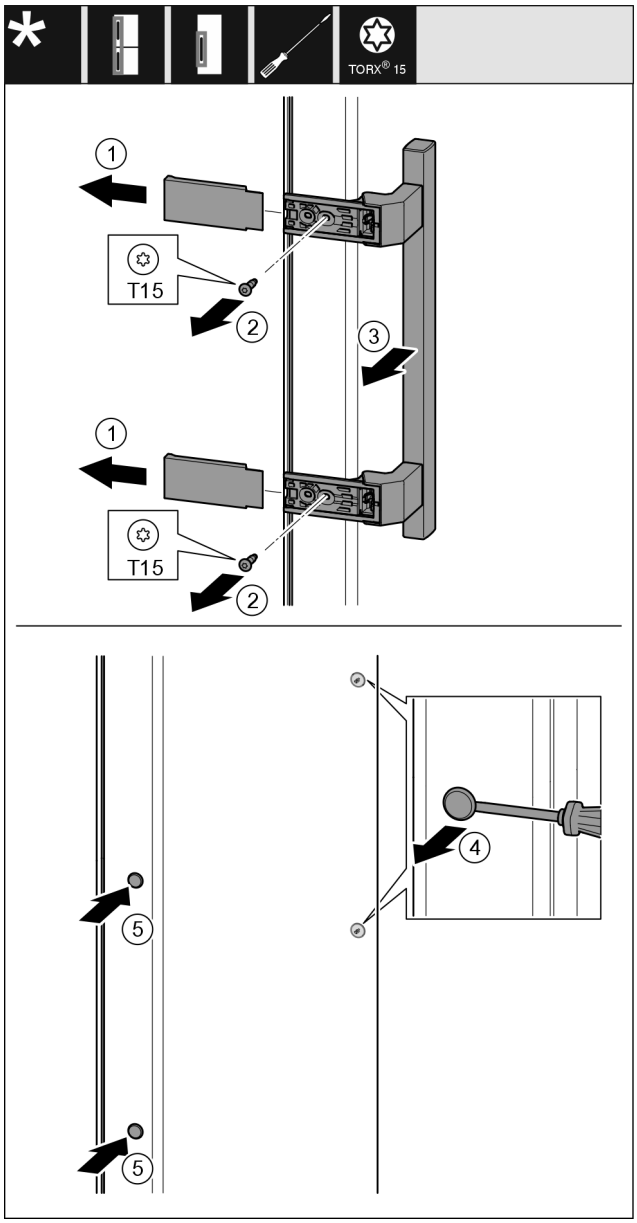

Fig. 33
- ▶ Afdekking *Fig. 33 (1)* wegtrekken.
- ▶ Schroeven *Fig. 33 (2)* met een schroevendraaier er uit draaien.
- ▶ Greep *Fig. 33 (3)* wegnemen.
- ▶ Til de zijplug voorzichtig *Fig. 33 (4)* op met een platte schroevendraaier en trek hem er uit.
▶ Plug *Fig. 33 (5)* aan de andere kant er weer insteken.